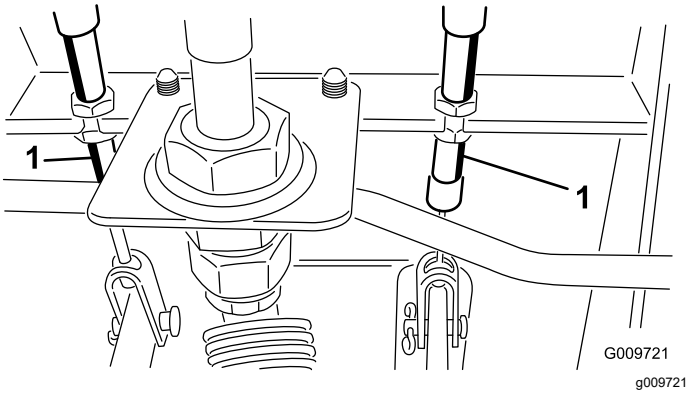

Figur 115
A. Lossa frontmuttern på den gängade änden av bromsvajern (Figur 115).